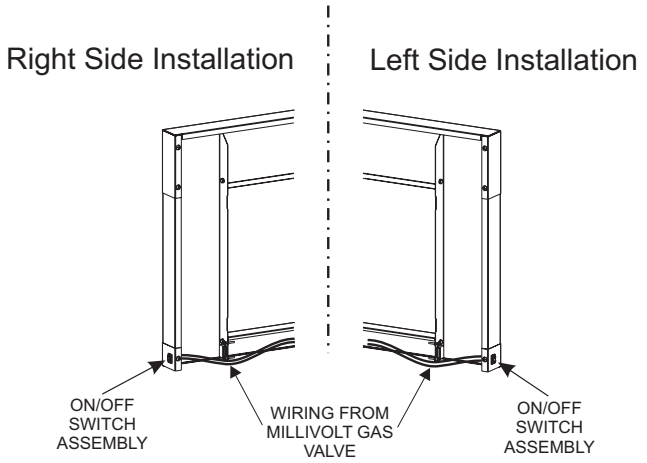

**Figure 39**
3. Run the low voltage alternate switch wires over to the right or left surround panel. Then secure the wires with wire clips provided. **See Figure 39.**
4. Remove the switch knockout on the side surround panel, then install the ON/OFF switch. See Figure 39.